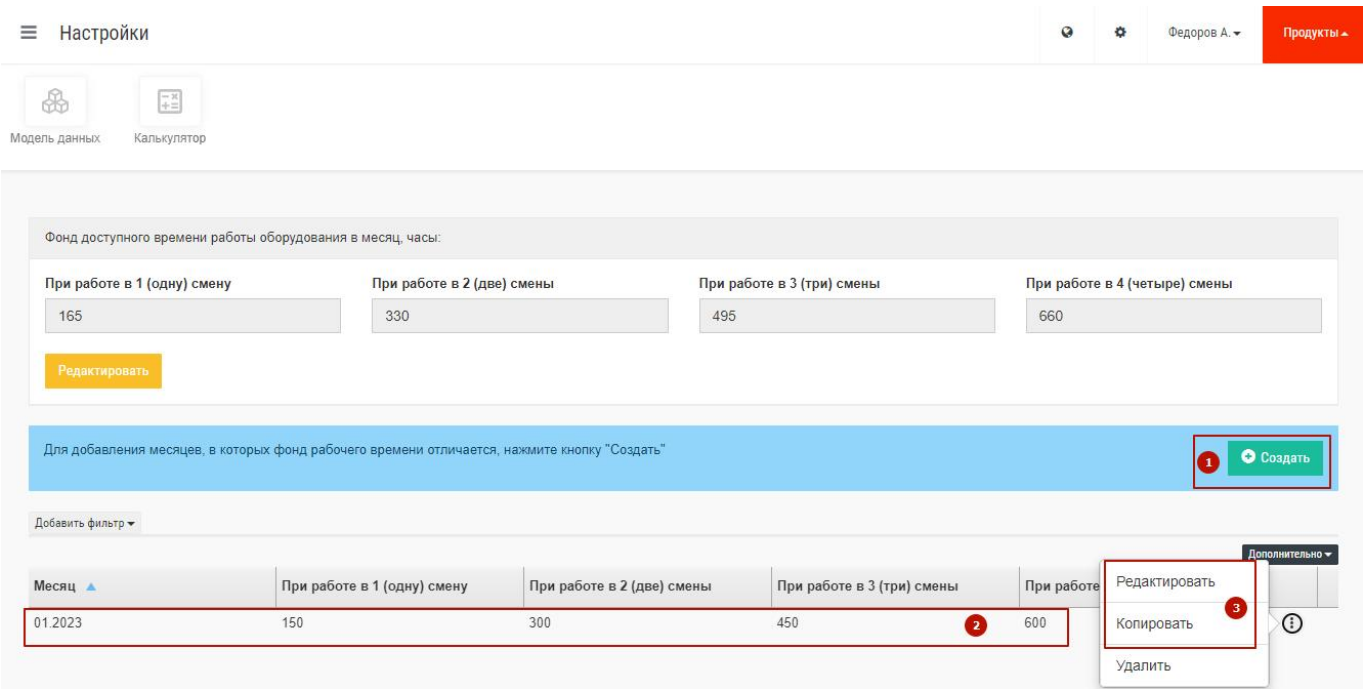
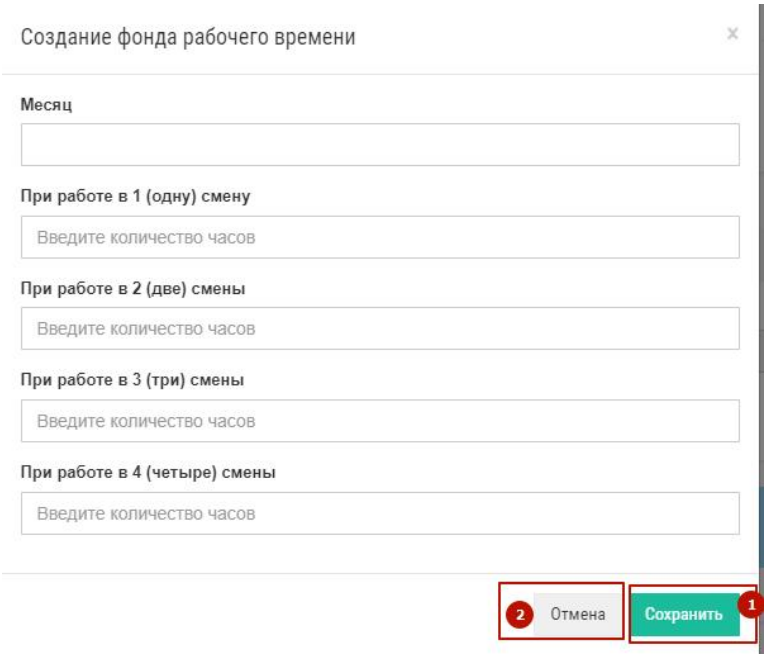

Рис. 8 – Интерфейс настройки значений ФРВ для месяцев
Рис. 9 – Окно ввода значений ФРВ для конкретного месяца
- настройка значения ФРВ отдельно для каждого календарного месяца. Используется для детальных расчетов с привязкой к конкретным датам. Для настройки необходимо нажать кнопку «Создать» (1 на Рис. 8), затем в появившемся окне выбрать месяц и ввести необходимые значения ФРВ в соответствующих полях и нажать кнопку «Сохранить» (1 на Рис. 9). Для выхода из режима редактирования без сохранения значений необходимо нажать кнопку «Отмена» (2 на Рис. 9).
После ввода значений для отдельного месяца в таблице появляется строка с соответствующими значениями (2 на Рис. 8). При необходимости можно редактировать, копировать или удалить любую строку. Для этого нужно нажать на значок ⋮ и выбрать необходимое действие. (3 на Рис. 8).